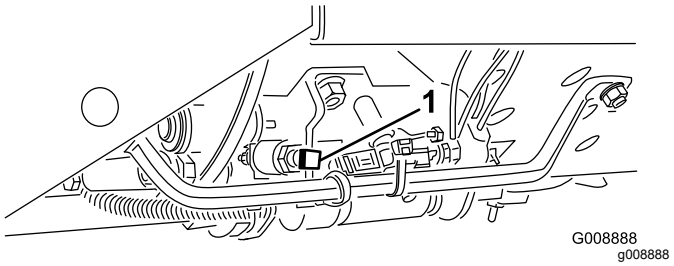

**Figur 23**
***Vigtigt:*** **Klippehastigheden er fabriksindstillet til 9,7 km/t. Den kan øges eller mindskes ved at justere hastighedsstopskruen (Figur 23).**